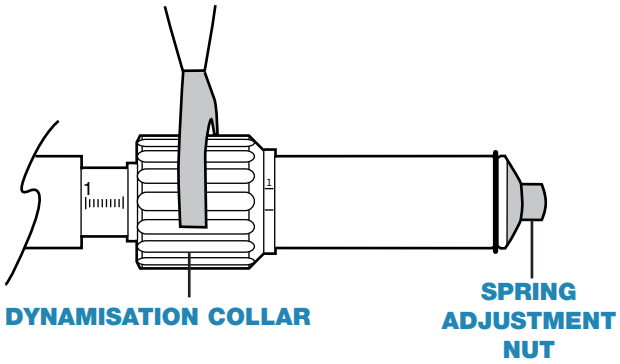

Figure 15
- The Biocompression Collar allows user to set the amount of micromotion at the fracture site. Although the collar opens to 3mm, it is not recommended to open it more than 1mm (Figure 15)